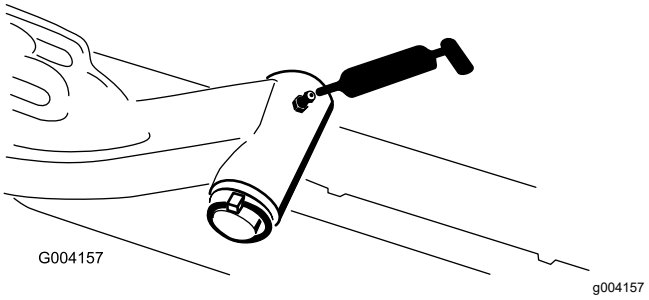

Rysunek 41
- Wał obrotu ramienia podnoszącego (po 1) (Rysunek 41)